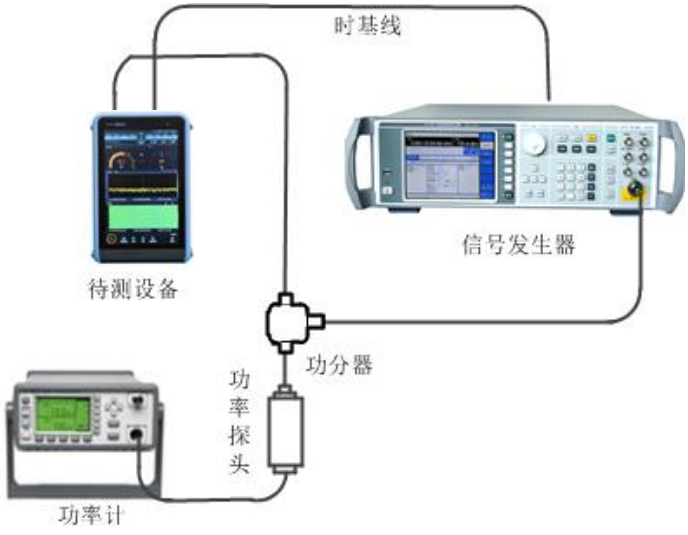

图 8.16 幅度测量准确度测试示意图
1) 按照图 8.16 所示连接测试仪器，合成信号发生器和待测设备共时基。合成信号发生器的信号输出经功分后分别输入到待测设备和功率计。